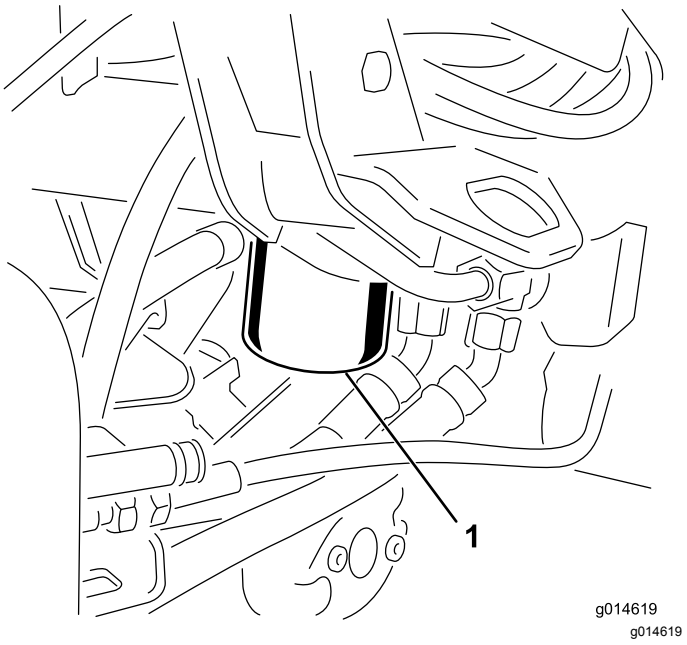

**Rysunek 58**
1. Wyczyścić obszar wokół mocowania filtra (Rysunek 58). Umieścić miskę pod filtrem i usunąć filtr.